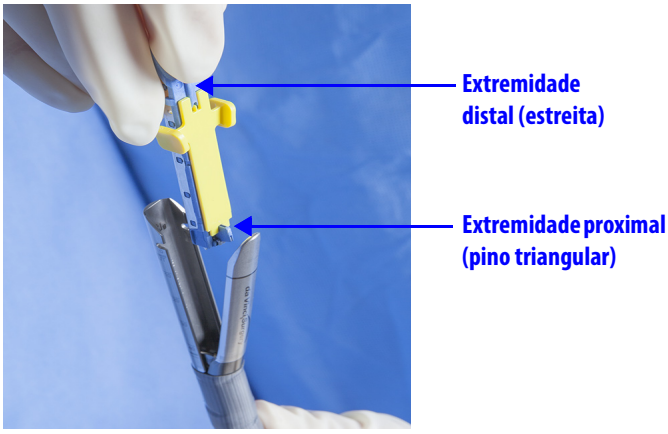

***Figura 2.2 Recarregue com o retentor do grampo no lugar***
3. Usando uma técnica estéril, remova a recarga da embalagem, mas não remova o retentor do grampo. Com o retentor no lugar, segure a recarga pela extremidade distal (estreita) (Figura 2.2).